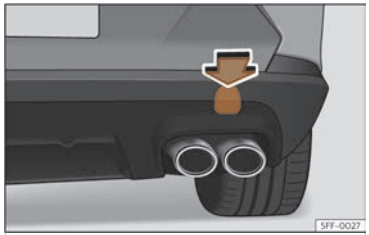

Fig. 201 A la part dreta del para-xocs del darrere: retirar la tapa.
L'allotjament de l'argolla de remolc enroscable es troba al costat dret del para-xocs posterior, al darrere d'una tapa ››› **fig. 201**.
- Pressioneu sobre la zona superior de la tapa ››› fig. 201 per desencastar-la.